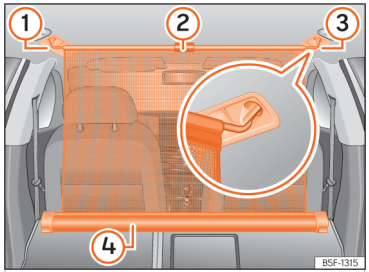

**Fig. 188** In the boot: net partition hooked into the rear seat backrests.
- Pull up handle ››› Fig. 188 ② to remove the net from the casing ④.
- Hook in the net partition on the right or left side ››› Fig. 188 ③ (magnified image).
- Hook in the net partition into the housing on the other side ››› Fig. 188 ① by pulling the rod.
The net partition is properly assembled when the T-shaped ends are firmly secured in the corresponding housings ››› Fig. 188 ③ and ①.
- Roll up the net into the casing ››› Fig. 188 ④ lowering it with your hand.